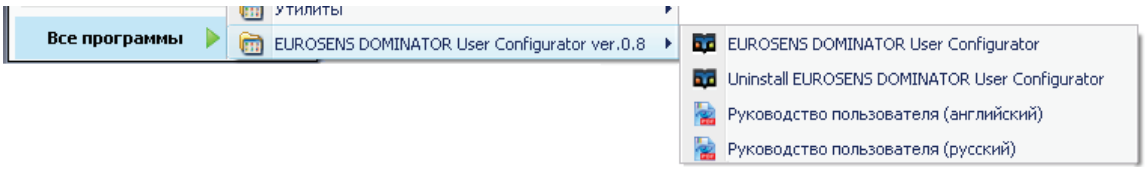

Рис.16
1) выбрать в кнопке "Пуск" и меню "Программы" операционной системы из подменю "EUROSENS Dominator User Configurator ver. X.X" пункт "Uninstall EUROSENS Dominator User Configurator" (рис.16).